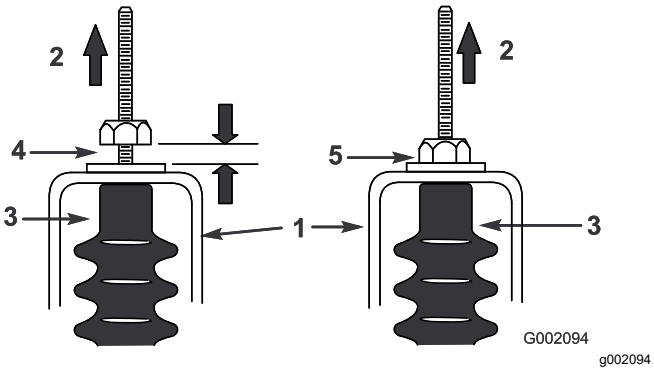

Figur 63
5. Trekk opp hver girkabel for å sikre at det er et mellomrom på 0,76–1,52 mm mellom mutteren/skiven og den nøytrale braketten (Figur 63).